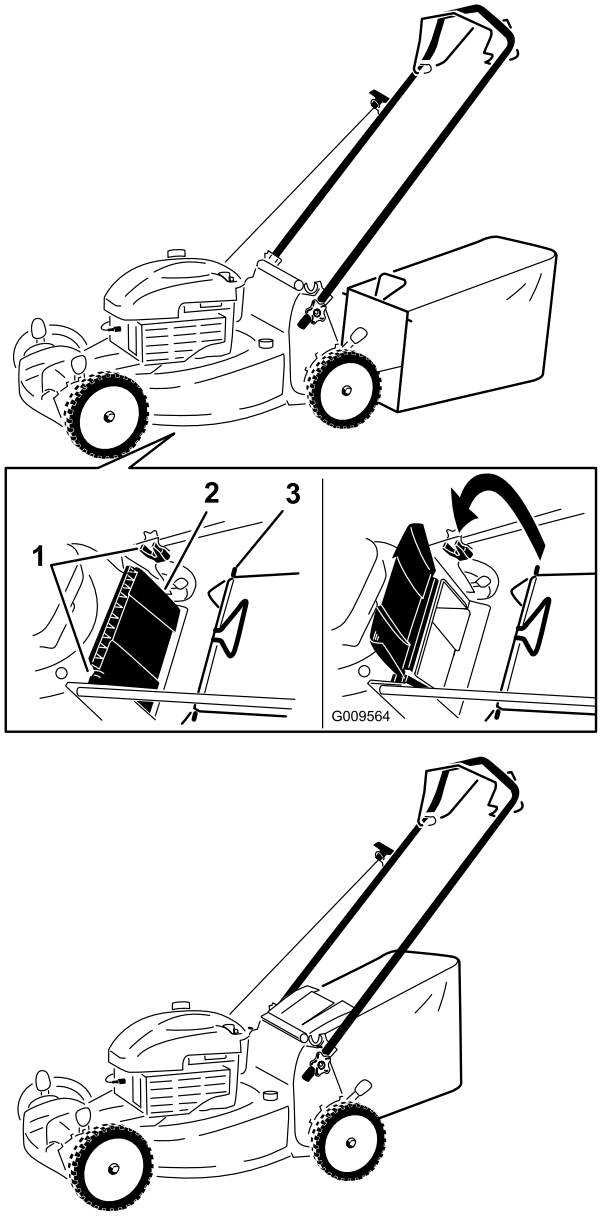

Figura 19
1. Sollevate il deflettore posteriore e tenetelo sollevato (Figura 19).
2. Montate il cesto di raccolta, accertandovi che i suoi perni siano inseriti nelle tacche presenti sulla stegola (Figura 19).